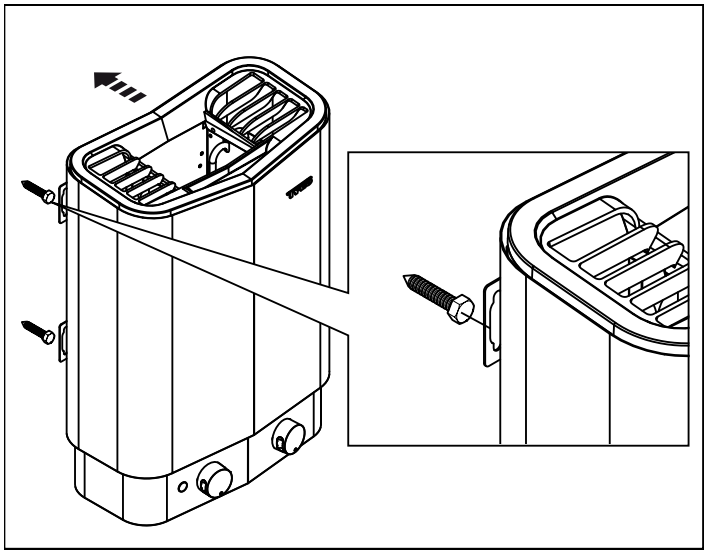

Рис. 9: Навешивание нагревателя
7. Навесьте нагреватель на винты (см. рис. 9).